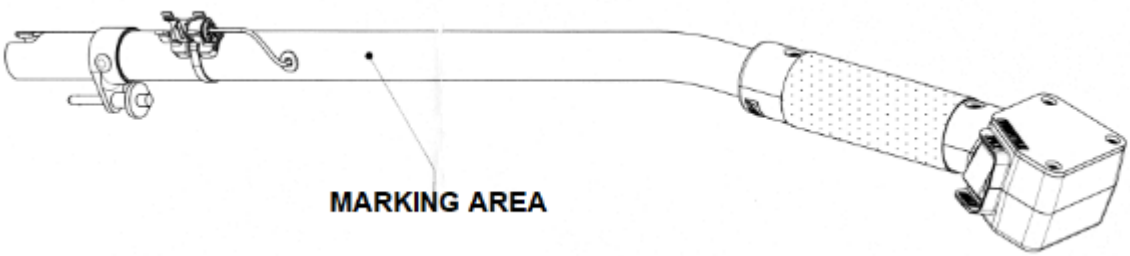

Figure 12 – Marking area – Stick assembly
31. Refer to Figure 12. Strikethrough with a white permanent ink marker or remove with an abrasive pad the last digits (-047) of the co-pilot collective stick assembly P/N M207-20M479-047.